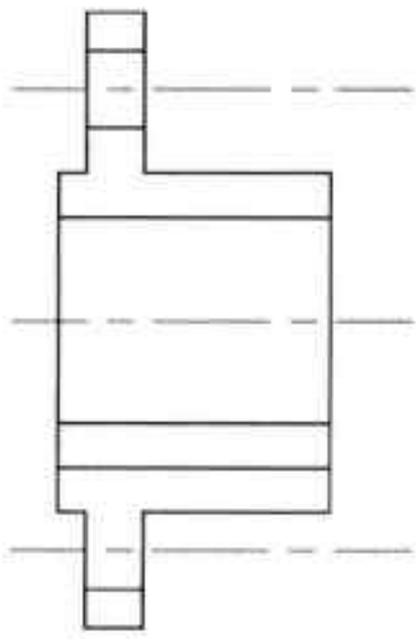

图21-10 修剪直线
Step 04 执行“修剪”命令，对线段进行修剪操作，如图 21-10 所示。